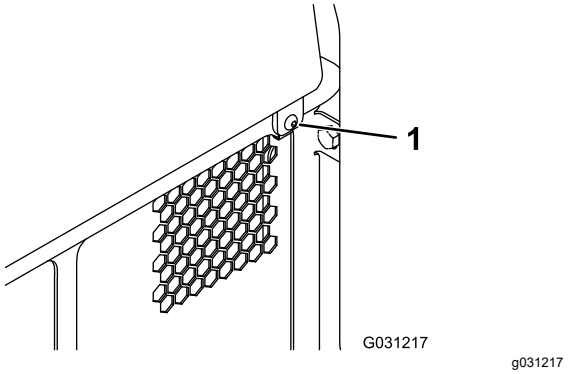

**Rysunek 34**
1. Zdejmij element mocujący (Rysunek 34).
2. Unieś tylną pokrywę dostępową, aby uzyskać dostęp do elementów wewnętrznych (Rysunek 34).